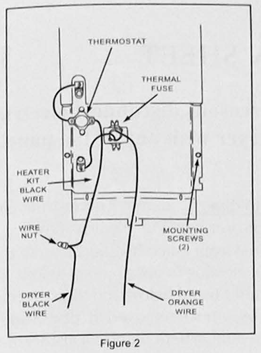

Figure 2
c. Connect dryer harness black wire and replacement heater black wire using wire nut (see Fig. 2)
e. Connect dryer harness orange wire to replacement element (thermal) fuse (see Fig. 2)